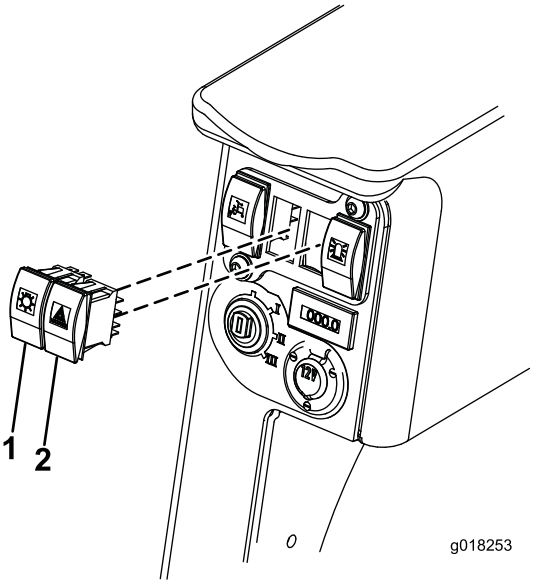

Figure 16
7. Connect the light and hazard switch to the correct connector and push the switch into the hole (Figure 16).